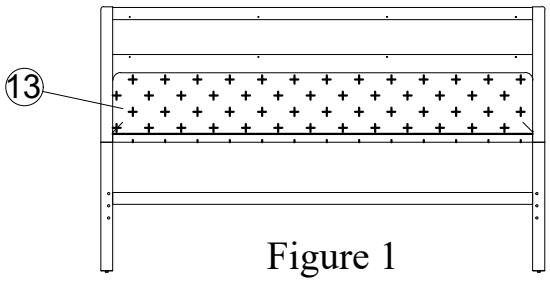

Figure 1
Place Upholstered headboard ⑬ onto Headboard frame ③ in the correct order, ensuring the end with the rounded corner (R-edge) is positioned correctly. Then, securely tighten it using 8 Wood screws Ⓚ as in Figure 1. Similarly, assemble the other Upholstered headboard ⑬ section as shown in Figure 2.